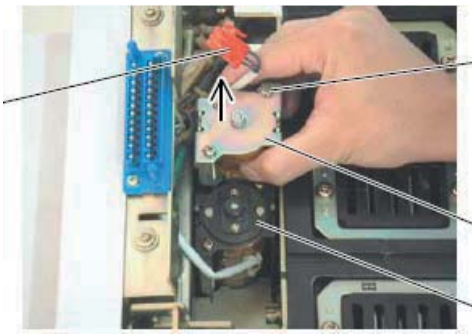

Рис. 39. Извлечение расцепителя минимального напряжения
(4) Чтобы ослабить крепежные винты расцепителя минимального напряжения поверните их на 8 или 10 поворотов, как показано на рис. 39, отсоедините соединительный разъем (красный) и затем извлеките расцепитель минимального напряжения, как показано на рис. 39.